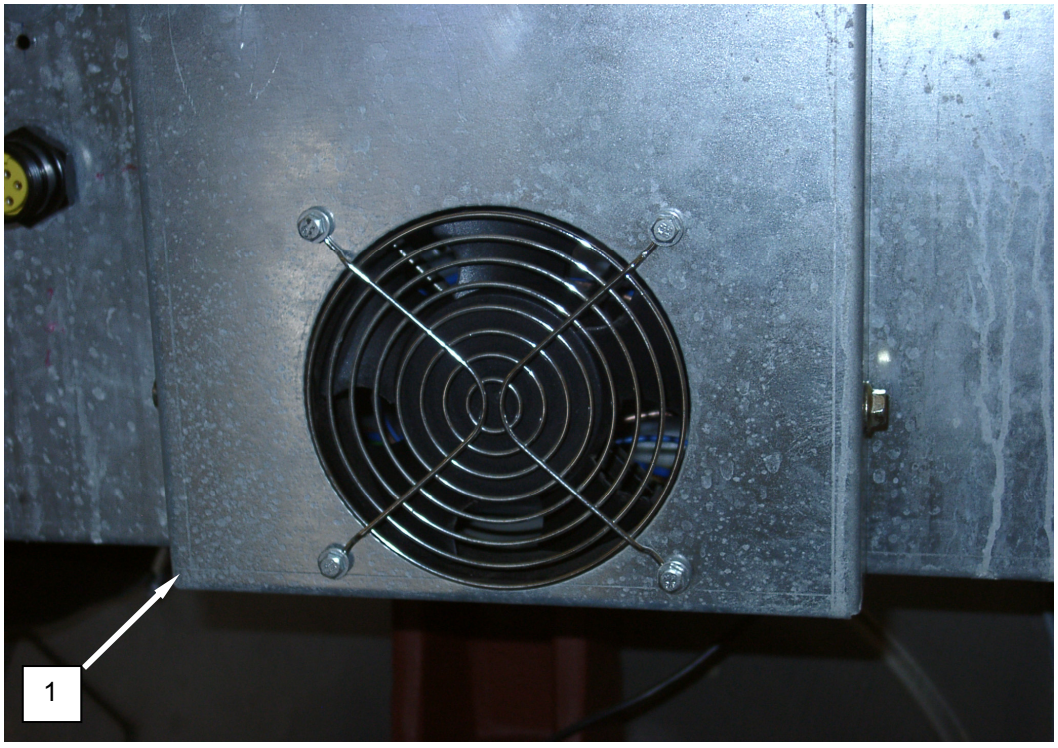

Figure 5. Replace the Washer Variable Frequency Drive Cooling Fan.
2. Remove screws retaining inverter box cover **(Figure 5, Item 1)** and remove cover.
3. Tag and disconnect wiring from fan **(Figure 5, Item 2)**.
4. Remove bolts, washers and nuts retaining fan **(Figure 5, Item 2)** to cover **(Figure 5, Item 1)**, and remove fan.
5. Install replacement fan **(Figure 5, Item 2)**, and retain with bolts, washers, and nuts.
6. Connect wiring to fan **(Figure 5, Item 2)**.
7. Install inverter box cover **(Figure 5, Item 1)**, and retain with screws.